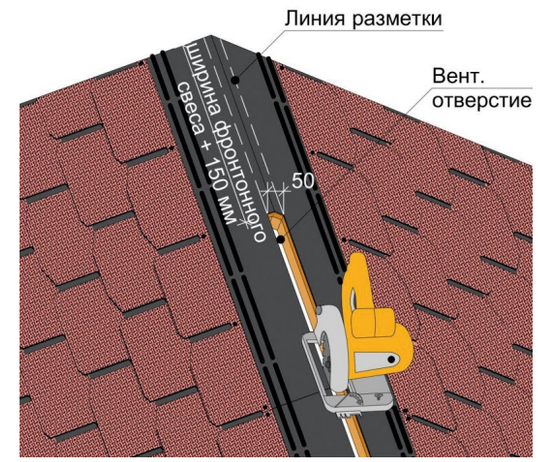

Рис.6 Устройство отверстия в крыше.
5.3 По размеченным линиям в сплошном основании вырежьте вдоль всей длины конька (за исключением отступов) отверстие шириной 50 мм. Отступ отверстия от края конька должен быть равен ширине фронтонного свеса плюс 150 мм (Рисунок 6). Отступ отверстия от ендовы и примыкания к стенам должен составлять 300 мм.